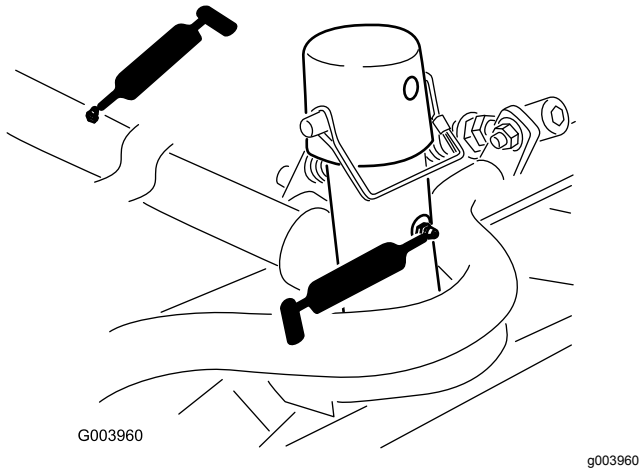

Figur 65
- Klippenhetens bärram och svängtapp (2 var) (Figur 65)